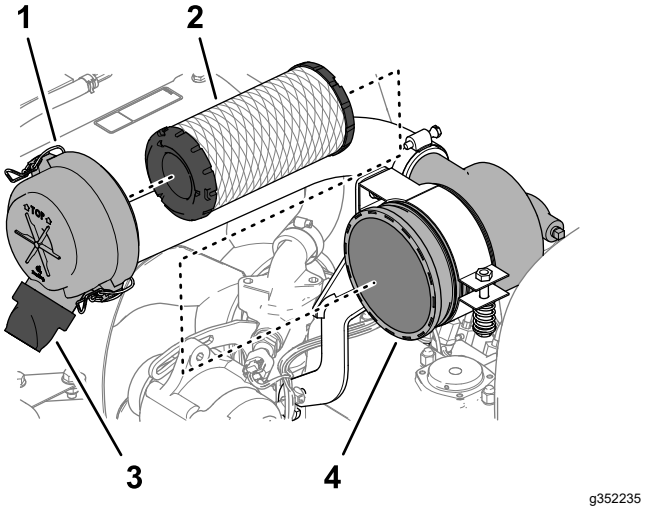

**Figur 67**
3. Lossa spärrhakarna som fäster luftrenarkåpan på luftrenarhuset (Figur 67).
6. Ta bort filterelementet (Figur 67).
7. Ta bort gummiutloppsventilen (Figur 67) från luftrenarkåpans smutsutblåsning.